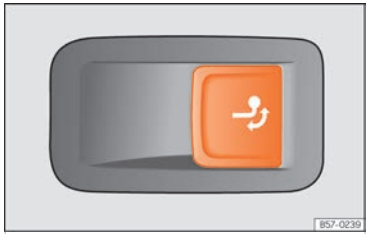

Fig. 182 Right side of the luggage compartment: button to unlock the tow hitch.
- Pull the ››› Fig. 182 button briefly. The tow hook unlocks electrically and automatically turns outwards. The button's control lamp flashes.
- Pull the ››› Fig. 182 button briefly. The tow hook unlocks electrically.
- **Never press the button ››› Fig. 182 when there is a trailer hooked to the vehicle or when a carrier system or other accessories are mounted on the tow hook.**